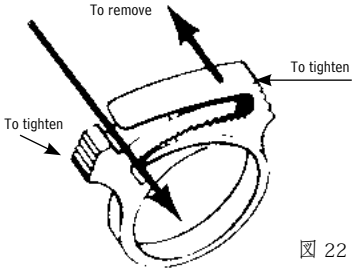

図 22
1. ナイロン製クランプをフードのプラスチック製アンカープレートから外します (図22を参照)。